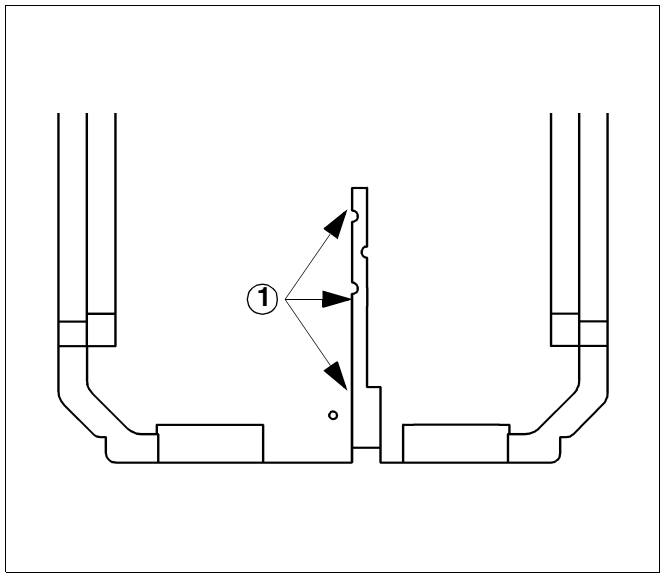

Afb. 11 Achterste isolatie
- Plaats de elektrische leidingen in de kabeldoorvoer (afb. 11, pos. 1) van de achterste isolatie en leid ze weg langs de achterzijde.